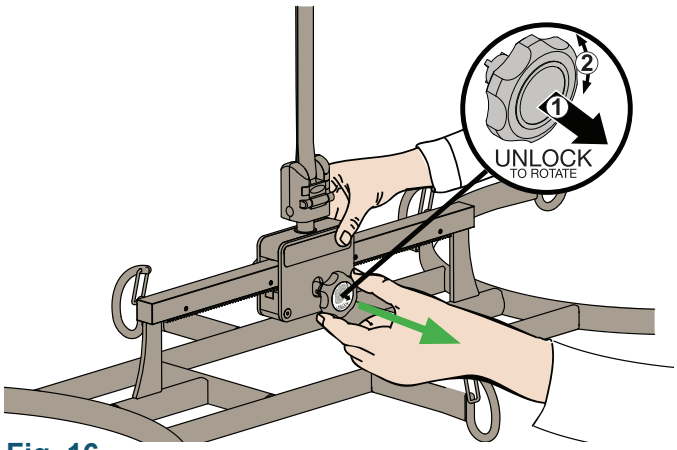

Fig. 16
1. Pour régler le cadre du berceau, tirez/enfoncez les boutons. Voir fig. 16.